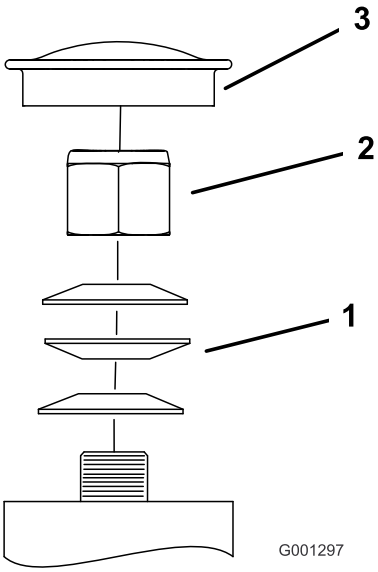

Figur 60
3. Fjern støvkoppen fra styringen og trekk til låsemutteren (Figur 60).
4. Trekk til låsemutteren inntil fjærskivene er flate og gå deretter tilbake 1/4 omdreining for å stille forhåndsbelastningen på lagrene korrekt (Figur 60).
Viktig: Påse at fjærskivene er montert korrekt slik det vises i Figur 60.
5. Sett på støvkoppen (Figur 60).